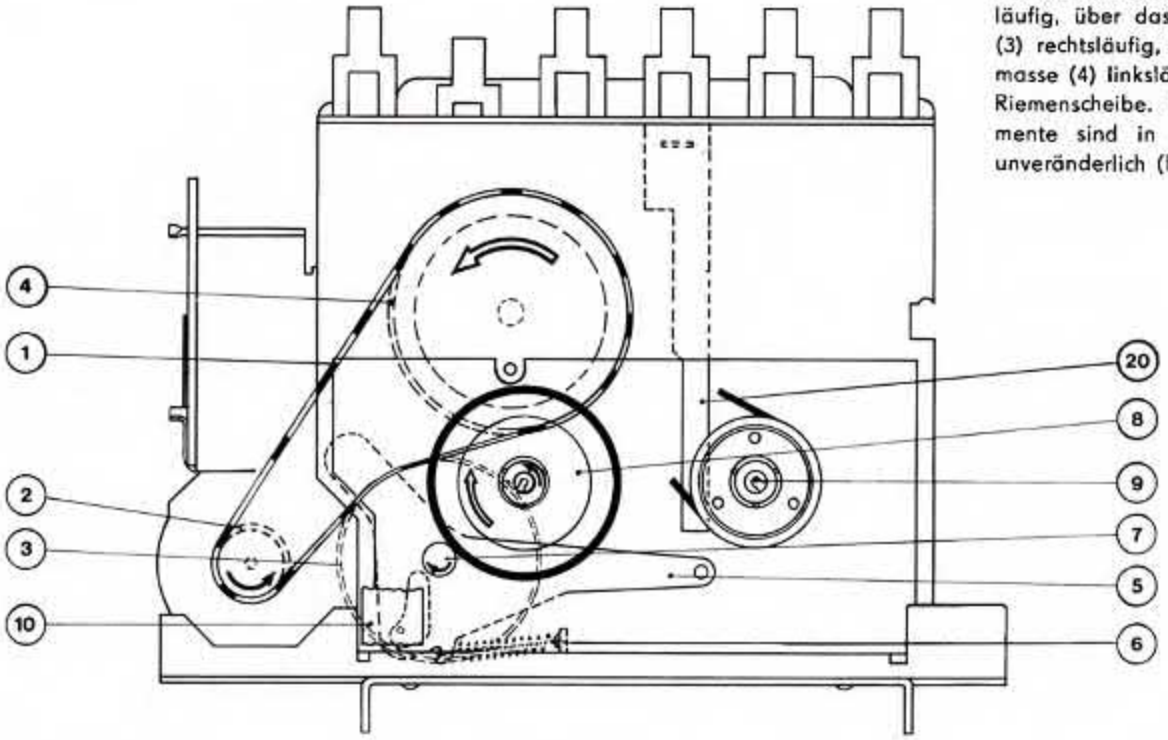

Bild 6.1.
Die mechanischen Funktionen werden in den Bildern 6.1., 6.2., 6.3. und 6.4. dargestellt. Unabhängig von den einzelnen Schaltfunktionen läuft die Antriebspese (1) von der Riemenscheibe (2) linksläufig, über das Hebelrad (Welle) (3) rechtsläufig, über die Schwungmasse (4) linksläufig und zurück zur Riemenscheibe. Diese Antriebselemente sind in ihrer Drehrichtung unveränderlich (Bild 6.1.).
6.1.1. Funktion „Aufnahme" und „Wiedergabe" (Bild 6.1.)